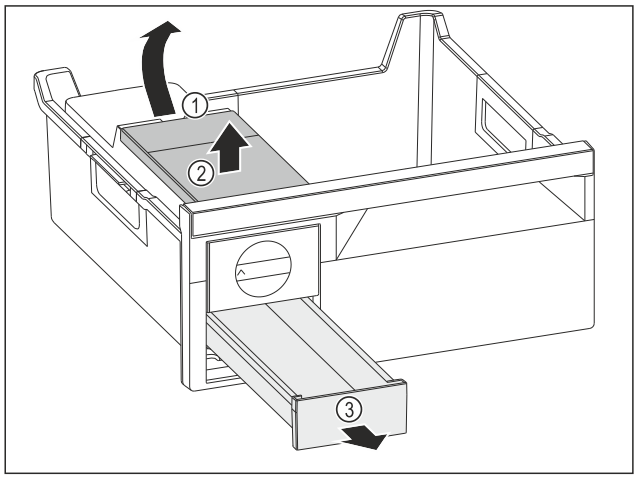

Fig. 144
▶ Watertank wegnemen: Watertank bij de uitsparing *Fig. 144 (1)* optillen.
▶ Watertank *Fig. 144 (2)* naar boven toe wegnemen.
▶ IJsblokjesvak *Fig. 144 (3)* naar voren toe wegnemen.